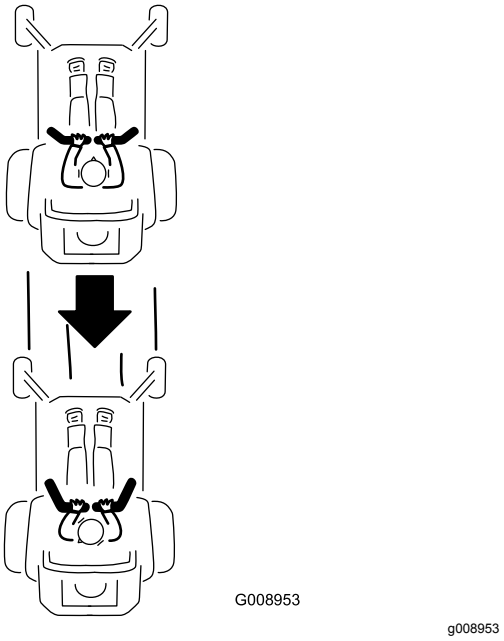

Figur 27
2. Skyv bevegelseskontrollspakene forsiktig bakover for å gå bakover (Figur 27).